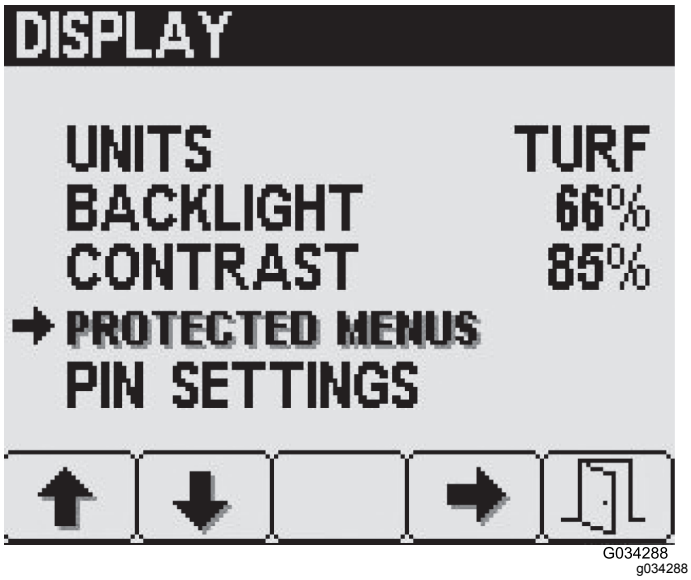

Figur 29
1. Trykk på knapp 2 på Visning-innstillinger for å navigere til Beskyttede menyer-alternativet, trykk deretter på knapp 4 for å velge Beskyttede menyer (Figur 29).
2. Trykk på knapp 2 for å navigere til ønsket beskyttede menyelement (Figur 29).